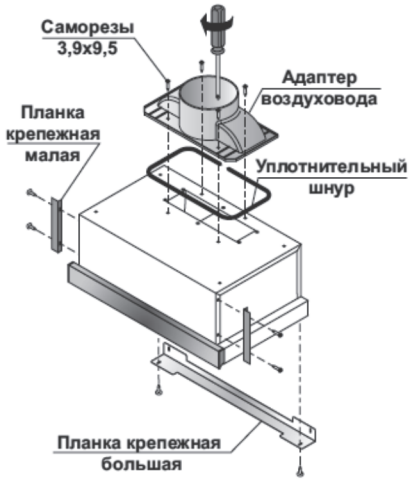

Рис. 1
1. При помощи саморезов 3,9x9,5 из монтажного комплекта и отвертки закрепите адаптер воздуховода и монтажные планки на корпусе вытяжки. (Рис. 1)